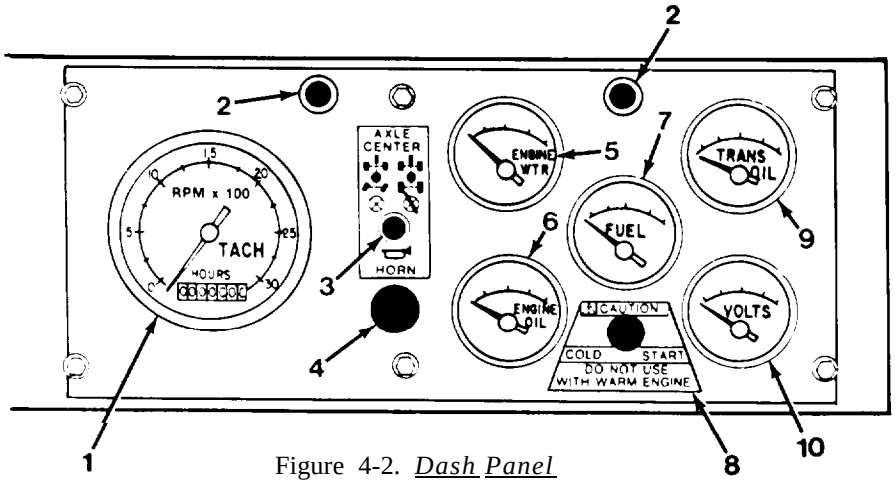

Figure 4-2. Dash Panel
1. **Tachometer/Hour Meter** indicates engine rpm (normal idle 800 rpm; governed 2,950 rpm) and operating hours of engine (Figure 4-2).
3. **Rear Axle Centering Indicator** light is off when axle is centered with wheels parallel to line of travel for two-wheel steering. Light is on when wheels are off center. When light is off, switch to two-wheel steering (Figure 4-2).